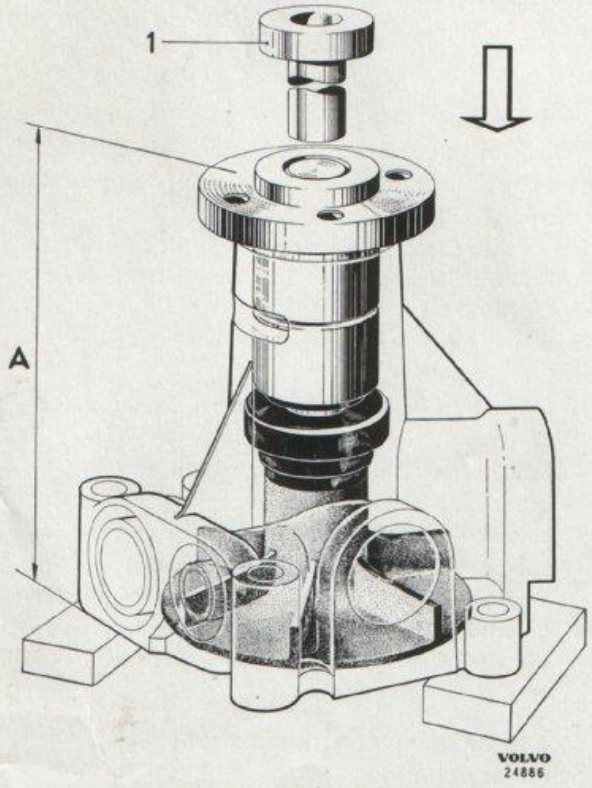

Bild 1-83. Demontering av axel och skovelhjul
1. Drag ur låsfjädern. Placera pumpen i en press enligt bild 1-83.
2. Pressa ur axel och skovelhjul med dorn SVO 2266. Bild 1-83.
5. Vänd pumpen och placera en dorn under axeländan i skovelhjulets hål, så att pumpens axelända vilar mot dornen. Pressa ned navet så att måttet "A" enligt bild 1-83 innehålles. Kontrollera att pumpen kan vridas lätt och utan hugg.